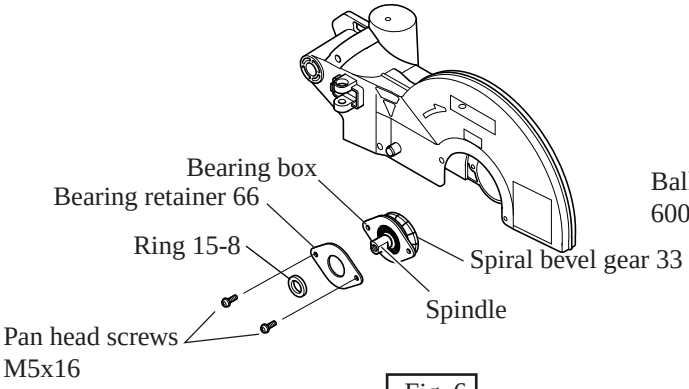

Fig. 6
2) Disassemble gear unit from blade case by unscrewing 2 pcs. of pan head screws M5x16. See Fig. 6.